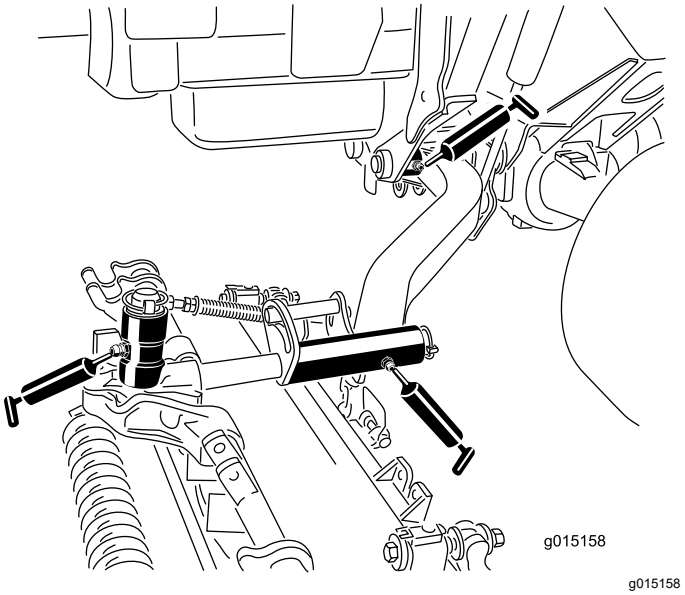

図 68
- 昇降アームのピボットブッシュカッティングユニット 1 台に 1 ケ所 図 68
- カッティングユニットのキャリアフレームカッティングユニット 1 台に 2 ケ所 図 68
- 昇降アームのピボットカッティングユニット 1 台に 1 ケ所 図 68